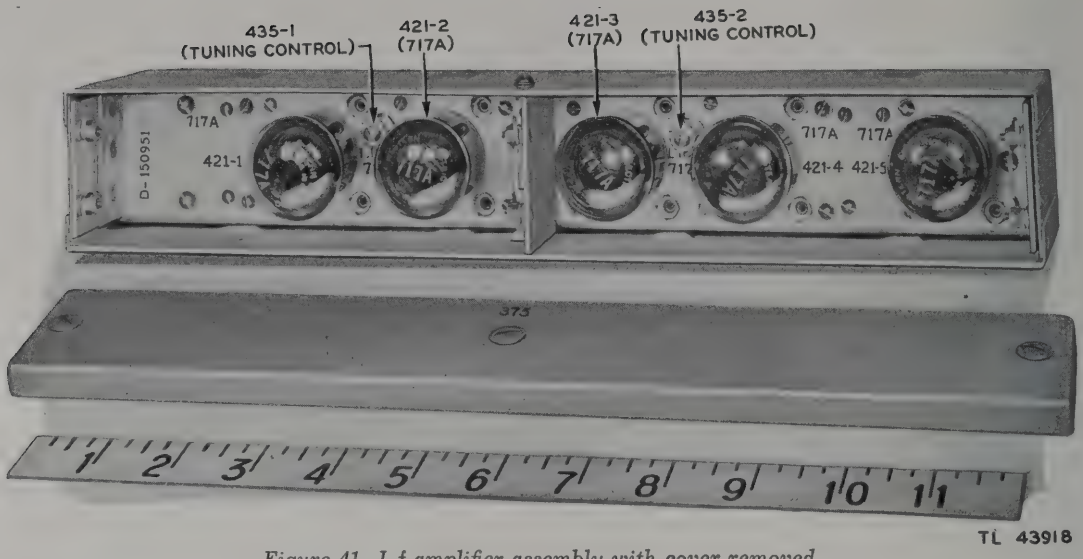
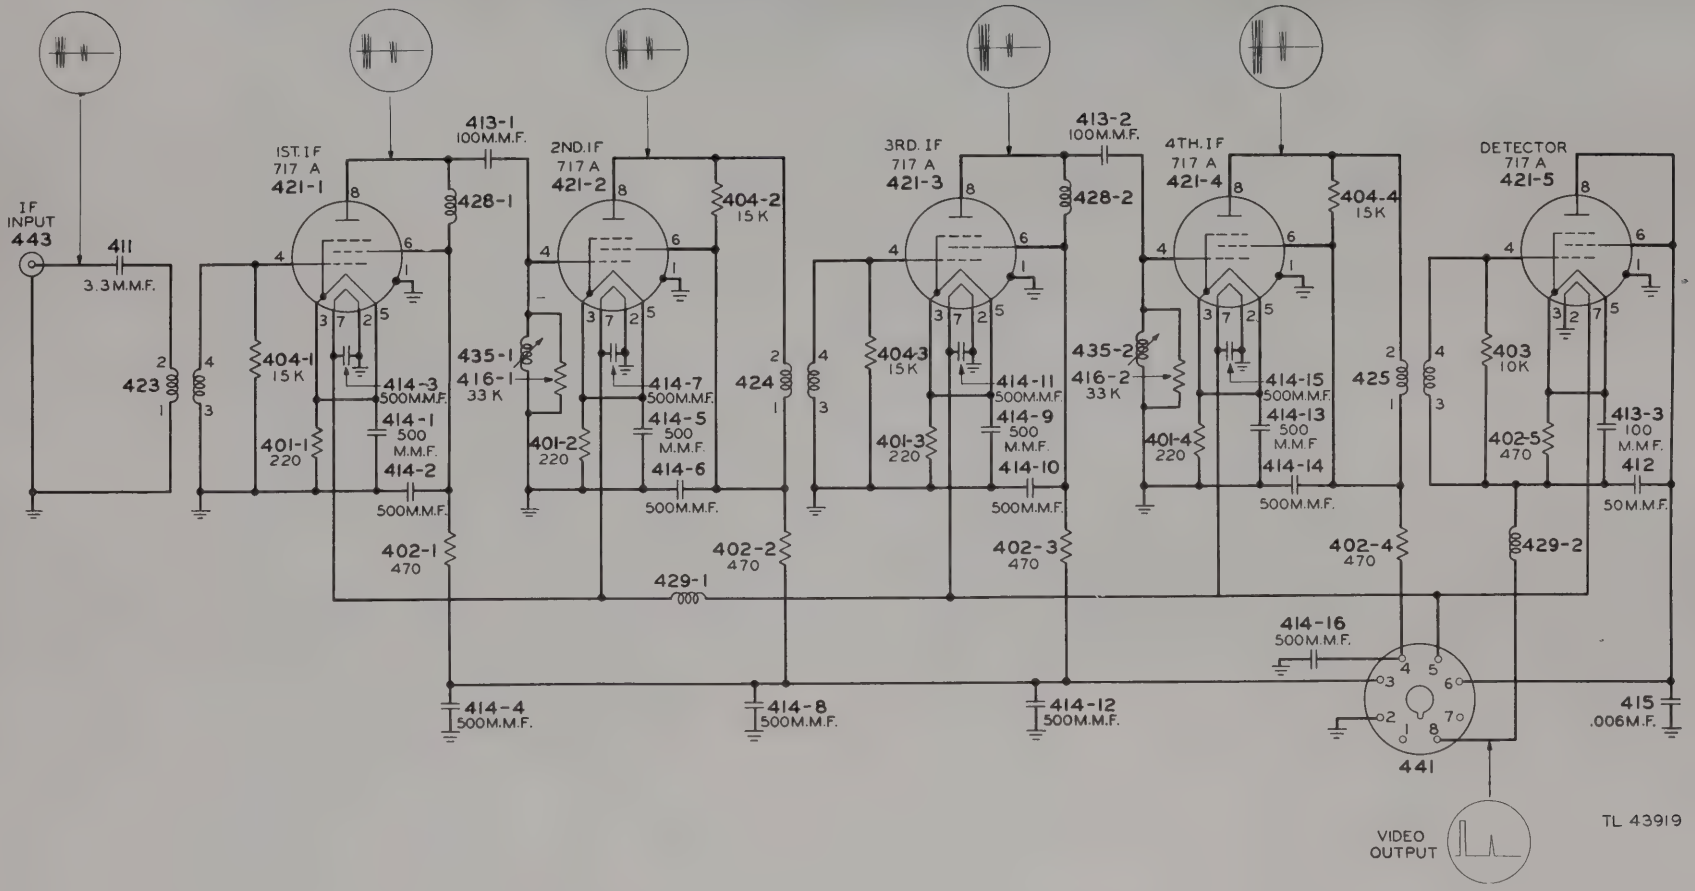

Figure 41. I-f amplifier assembly with cover removed.
Figure 42. I-f amplifier assembly, schematic diagram.
a. The i-f amplifier and detector are built as a separate subassembly (fig. 41) which plugs into a jack on the indicator chassis. The circuit (fig. 42) comprises four stages of amplification (421-1, 421-2, 421-3, and 421-4) and a detector (421-5). Transformer coupling (423, 424, 425) is provided to the first stage, between the second and third stages, and between the fourth stage and the detector. Impedance-coupling networks are used between the first and second stages and between the third and fourth stages. These consist of plate feed chokes (428-1, 428-2) capacitance-coupled to the grid circuits. The interstage couplings are tuned by adjustable slugs in self-inductance coils 435-1, 435-2, which resonate with the distributed coil capacitances. When tuned to 60 megacycles, the transmission band is about 2 megacycles wide.